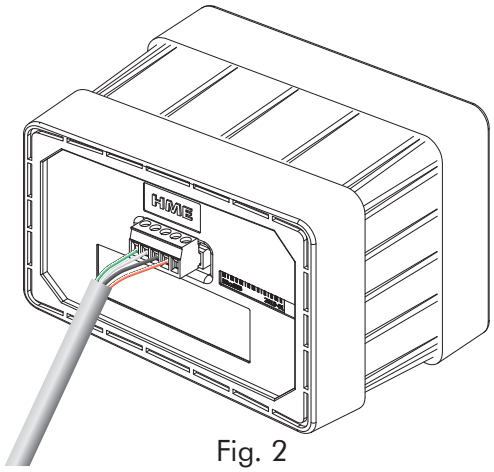

Fig. 2
2. Insérez la fiche du connecteur dans le connecteur du haut-parleur (voir Fig. 2).